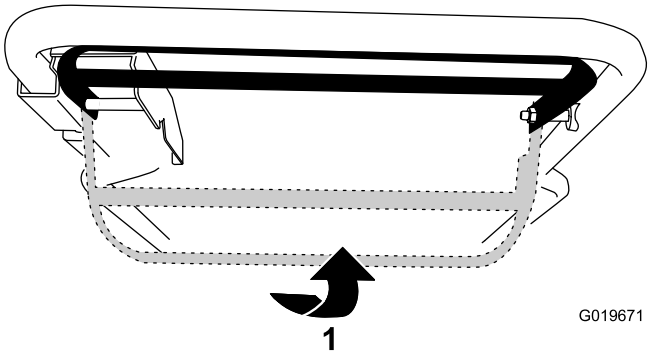

Figur 16
- Løft styrebøjlen op til håndtaget for at betjene selvkørselsdrevet uden at indkoble skæreknivene (Figur 16).
- Skub styrebøjlen helt til højre, og løft den op til håndtaget for at betjene selvkørselsdrevet og indkoble skæreknivene (Figur 16).